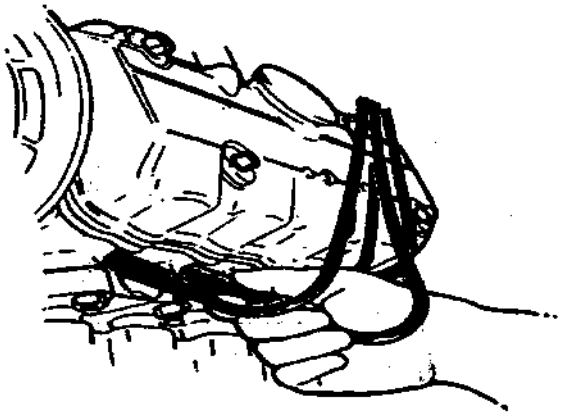

Fig. 1.4-9
(1) Dismount secondary wire from spark plug. Note that the spark plug cap (protective sleeve) on secondary wire should be held, pull out secondary wire, as shown in Fig. 1.4-9.